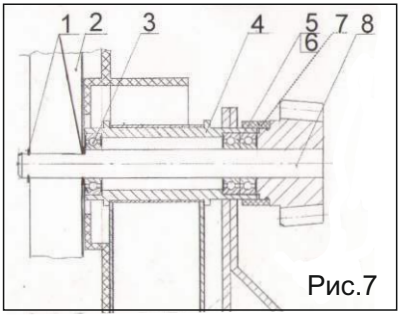

Рис.7
5.3 Наживіть шків (2) Рис. 7 «Інструкція по заміні комплектуючих» стороною з ребрами жорсткості всередину до упору і одягніть стопорне кільце.
2.3. Зняти стопорне кільце 1 (Рис. 7), зняти шків (2) і зняти 2-ге стопорне кільце.